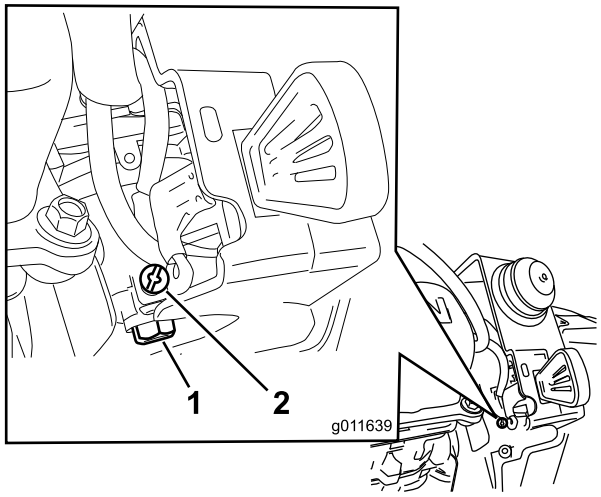

Figura 30
A. Svitate, senza rimuoverla, la vite piccola sul lato della vaschetta del carburatore (Figura 30) fino a quando il carburante non inizia a uscire dal carburatore. Fate defluire il carburante in un contenitore approvato per carburanti.